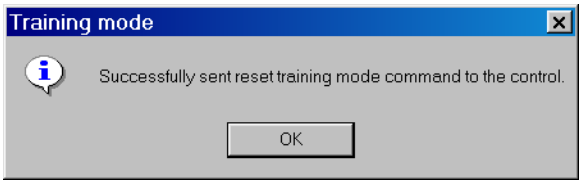

Figure 2-40 Motor Current Profile Reset Training Mode Successfully Sent Confirmation Screen
4. Select **OK**. TapTalk will display a Motor Current Profile Reset successfully sent confirmation screen (Figure 2-40).